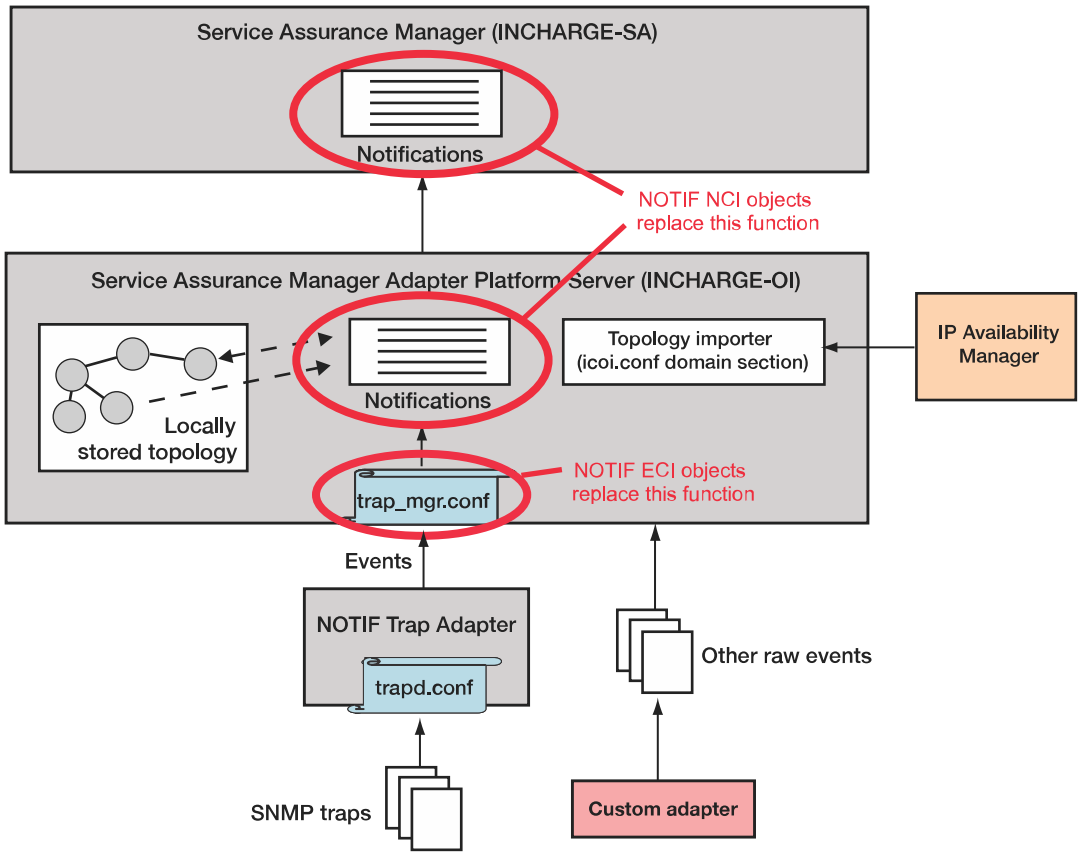

Figure 2 Overlay of EMC Smarts NOTIF functions on Adapter Platform architecture
EMC Smarts NOTIF allows you to filter and forward events and perform other event management configuration through Event Configuration Information (ECI) objects. The event configuration features of EMC Smarts NOTIF replace the trap_mgr.conf file in the Adapter Platform (OI) server shown in Figure 2 on page 17, which performs the event filtering and determines which traps are forwarded for further processing. The EMC Smarts NOTIF functions are overlaid on the standard EMC Smarts Service Assurance Manager Adapter Platform architecture as shown in Figure 2 on page 17. EMC Smarts NOTIF can be installed on an Adapter Platform server or a SAM server.
EMC Smarts NOTIF also allows you to process notifications through Notification Configuration Information (NCI) objects. The notification processing features of EMC Smarts NOTIF replace the internal notification processing in the Adapter Platform or SAM server, depending on where EMC Smarts NOTIF is installed, as shown in Figure 2 on page 17.